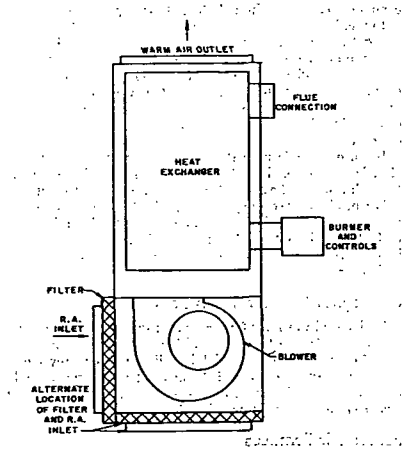

Fig. 2 .... Upflow (High-Boy) Forced Warm Air Furnace
2. The *upflow* or *high-boy* furnace (Fig. 2) has the blower beneath the heat exchanger discharging vertically upward. Air